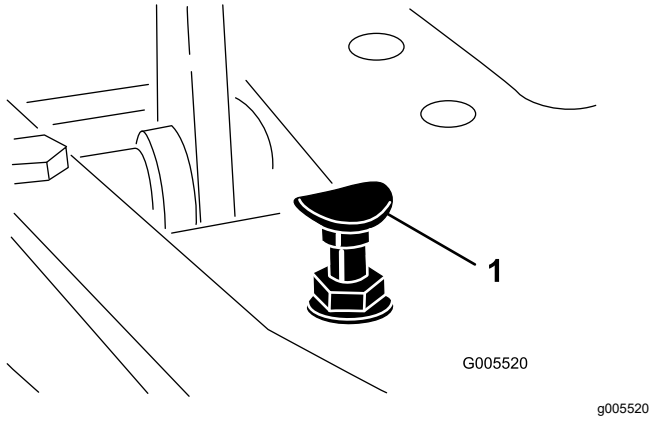

**Figuur 42**
Om de maximale transportsnelheid te verkrijgen, moet u de schakelhendel in de TRANSPORTSTAND zetten en het tractiepedaal intrappen. Als het pedaal contact maakt met de pedaalaanslag (Figuur 42) voordat u spanning op de kabel voelt, voer dan de volgende afstelprocedure uit:
1. Zet de schakelhendel in de TRANSPORTSTAND en draai de borgmoer los waarmee de pedaalaanslag is bevestigd aan de vloerplaat (Figuur 42).